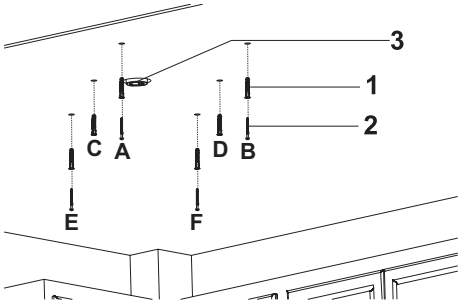

Abb. 6
2. Setzen Sie die Dübel in die gebohrten Löscher ein(Abb. 6).
Die 5,5 x 60 Schrauben in die Dübel der Punkte A,B,E,F hineindrehen(Abb. 6).
Die Kabelverbindungen nach der Montageanleitung durchführen(Abb. 6).